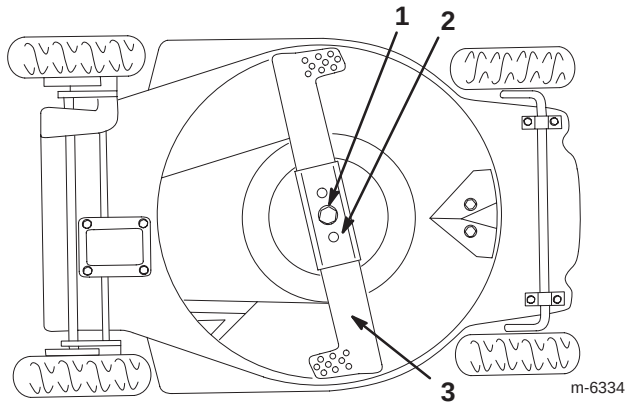

Bild 28
3. Kippen Sie den Rasenmäher auf seine **linke** Seite (Bild 28).
2. Entfernen Sie die Messerschraube, Sicherungsscheibe, das Messer und die Messerverstärkung (Bild 28).